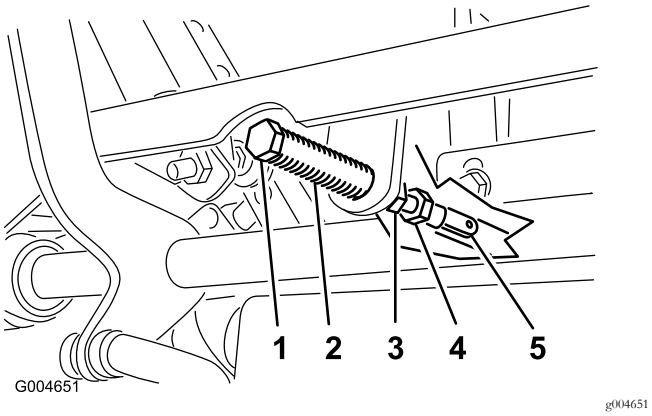

Figur 54
5. Dra reglaget bakåt tills sprintbulten (på armen ovanför den vridbara axeln) kommer i kontakt med spårets ände (så att det precis börjar tryckbelasta fjädern) enligt (Figur 54).
7. Lossa muttern och kontramuttern mot oket om justering krävs (Figur 54).
8. Dra rörelsereglagespaken något bakåt och vrid huvudet på justerskruven i lämplig riktning tills rörelsereglagespaken är centrerad i det NEUTRALA LÅSLÄGET (Figur 54).
9. Dra åt muttern och kontramuttern (Figur 54).
10. Dra åt kontramuttrarna vid kullederna (Figur 54).